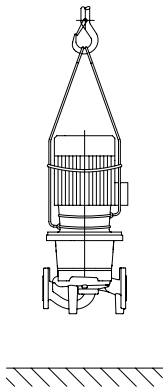

Рис. 34: Транспортировка насосного агрегата
- **Проушины для транспортировки на электродвигателе служат только для задания направления при захвате груза (Рис. 34).**